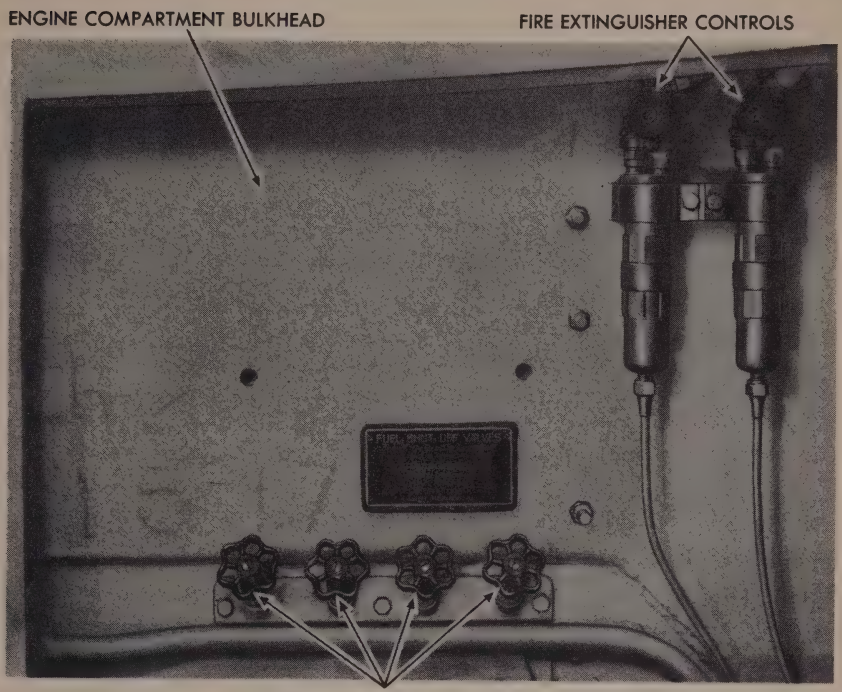

Figure 19—Location of Fuel Shut-off Valves
b. **Procedure, Gasoline Engine** (fig. 19).
(1) Have engine turned over four complete crankshaft revolutions by hand (about 50 turns of the *hand crank*).
(2) Have fuel shut-off valves checked and turned on (4 in tank, 2 outside tank). (fig. 19)
(3) Turn on the booster switch and listen for the buzzing sound indicating proper booster operation.
(4) See that the gearshift lever is in neutral.
(5) Unless the engine is already warmed up, prime the engine by a few strokes of the priming pump (pull plunger out slowly, push in briskly). Avoid overpriming, which tends to wash the oil down off cylinder walls, causing serious damage.
(6) Open the hand throttle slightly.
(7) Depress the clutch pedal to completely disengage the clutch. This removes the load of the propeller shaft and transmission from the starting motor, for faster engine cranking.
(8) Close the starter and booster switches. (If necessary, continue to prime the engine while starting.) CAUTION: Never hold the starter switch closed for more than 30 seconds at a time. Then allow starter to cool off before attempting to turn the engine over again.